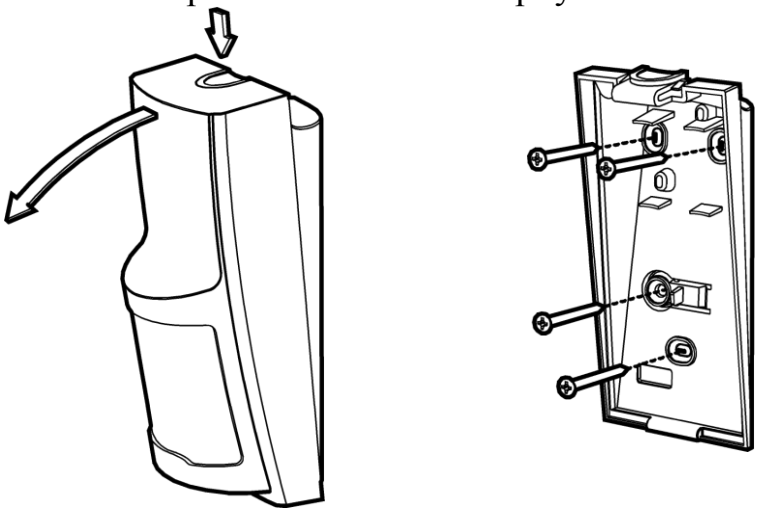

Рисунок 5
- отсоединить основание корпуса извещателя от крышки, нажав на защелку сверху (рисунок 5);